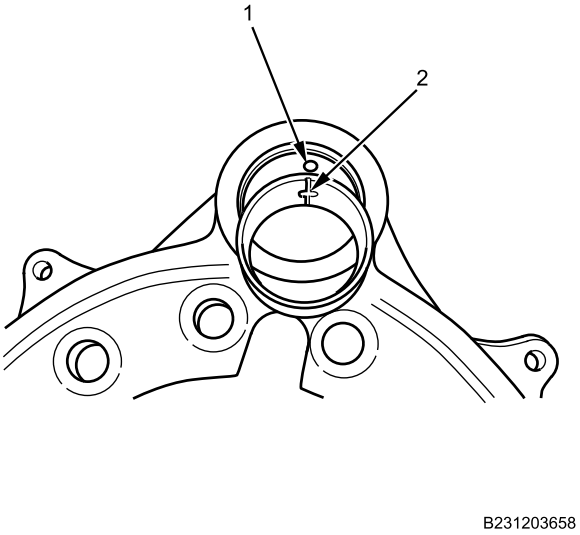

Figure 6. Camshaft Bushings Alignment.
3. Align one of the lubrication holes in the bushing (Figure 6, Item 2) with the lubrication hole on the brake spider (Figure 6, Item 1).
4. Grease camshaft bushing (Figure 6, Item 2).